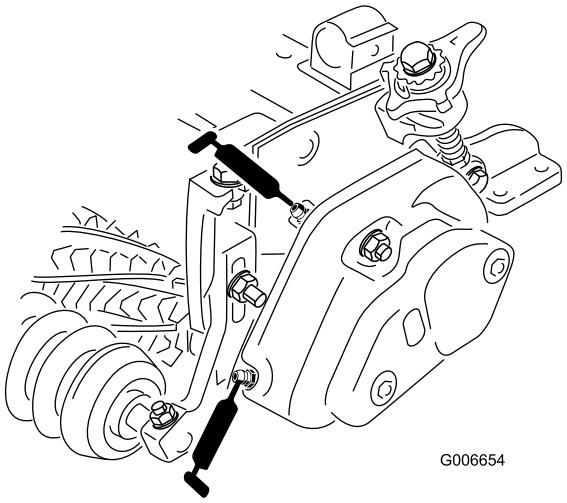

Figur 14
25. Fyll hvert spolelagerhus med fett (Figur 14). Overflødig fett vil tyte ut mellom de innvendige pakningene og beskyttelsespakninger.
26. Påfør fett på hvert trimsatslager (maksimum to eller tre pumper) (Figur 14). Påfør ikke for mye fett, da overflødig fett kan forårsake pakningssvikt. Tørk av eventuelt overflødig fett.